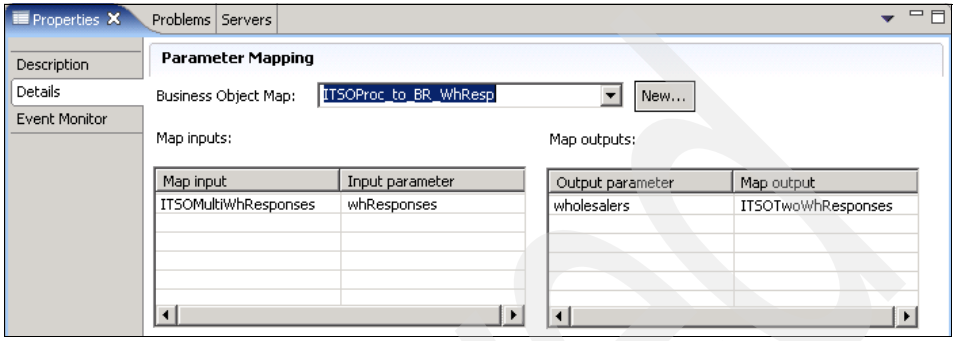

Figure 10-70 Selecting ITSOProc_to_WhResp as the business object map
9. Select the **Properties** tab and the **Details** subtab. Under Parameter Mapping, for Business Object Map, select **ITSOProc_to_WhResp** as shown in Figure 10-70.